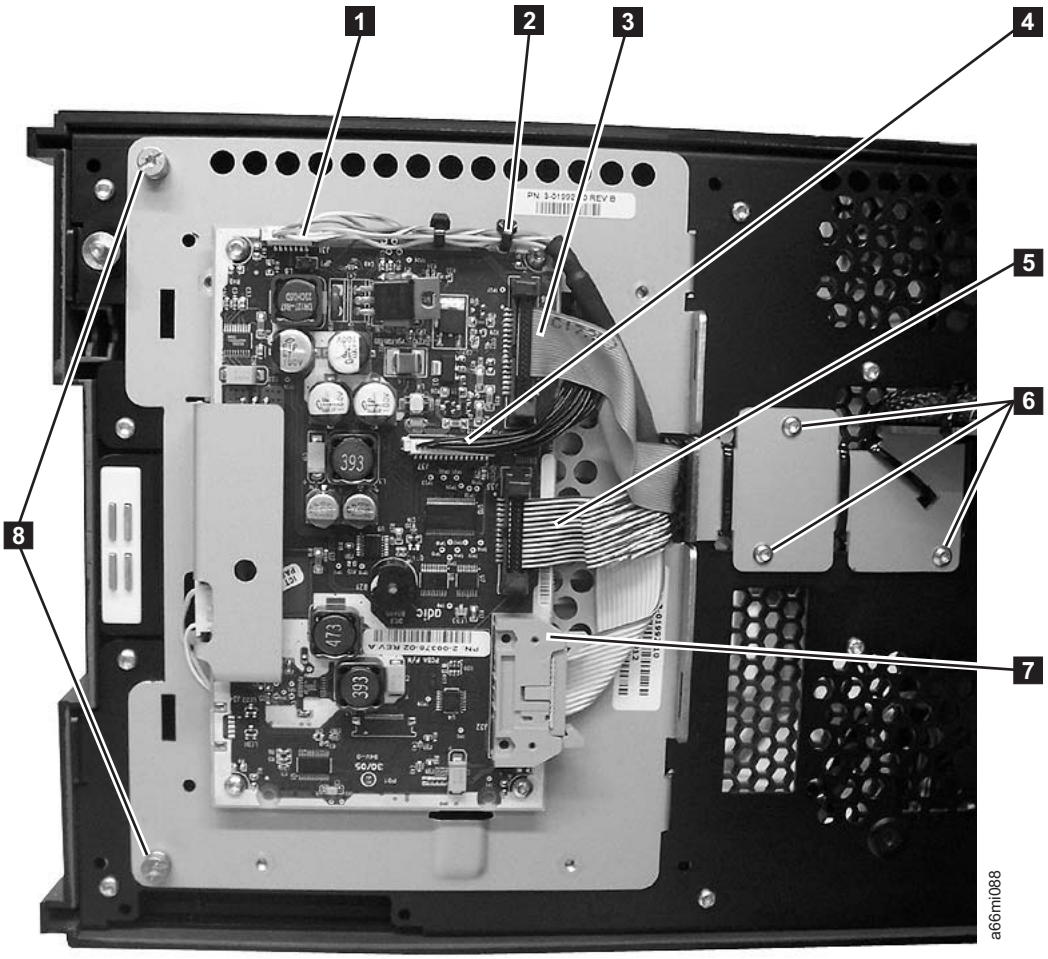

Figure 6-10. Operator panel connectors
1. Visually check, and reseat if necessary, all of the connectors on the back of the operator panel. See **1**, **3**, **4**, **5**, and **7** in Figure 6-10.